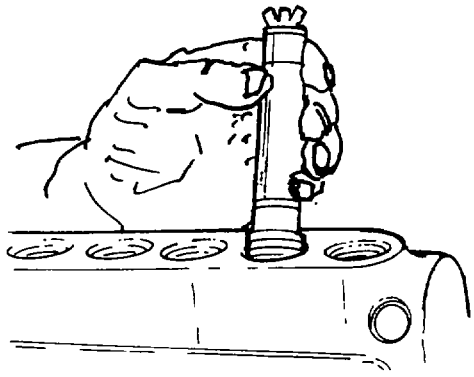

Fig. 102 — Installing Delivery Valve
r. Assemble the O-rings (item 62) to the delivery valve assemblies (item 63), then apply a film of grease to the O-ring.
s. Insert the delivery valve bodies (part of item 63) using service tool TSE 76242 as shown in fig. 102.